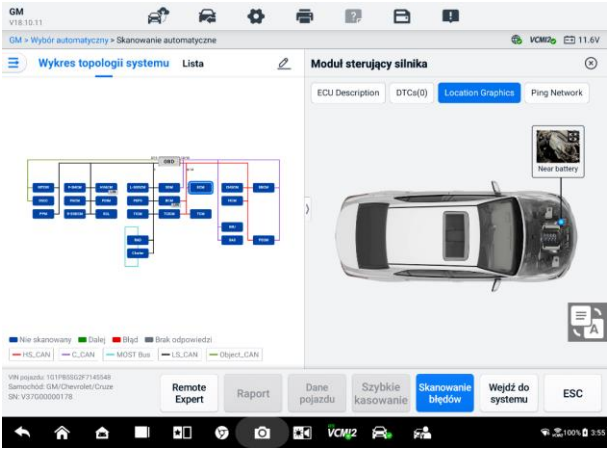

Rysunek 6-8 ***Strona zakładki Topologia***
Ekran menu głównego (patrz Rysunek 6-8 *Ekran głównego menu diagnostyki)* umożliwia użytkownikom odczytywanie i kasowanie kodów oraz wykonywanie kompleksowych funkcji diagnostyki samochodowej itd. Po wybraniu funkcji tablet nawiąże komunikację z pojazdem za pośrednictwem interfejsu VCMI2 i przejdzie do odpowiedniego menu funkcji lub menu wyboru zależnie od dokonanego wyboru.
1. Kliknij przycisk aplikacji **Diagnostyks** w menu zadań MaxiSys. Wybierz odpowiednie informacje o pojeździe i wejdź na ekran menu głównego (patrz Rysunek 6-8 *Ekran głównego menu diagnostyki*).